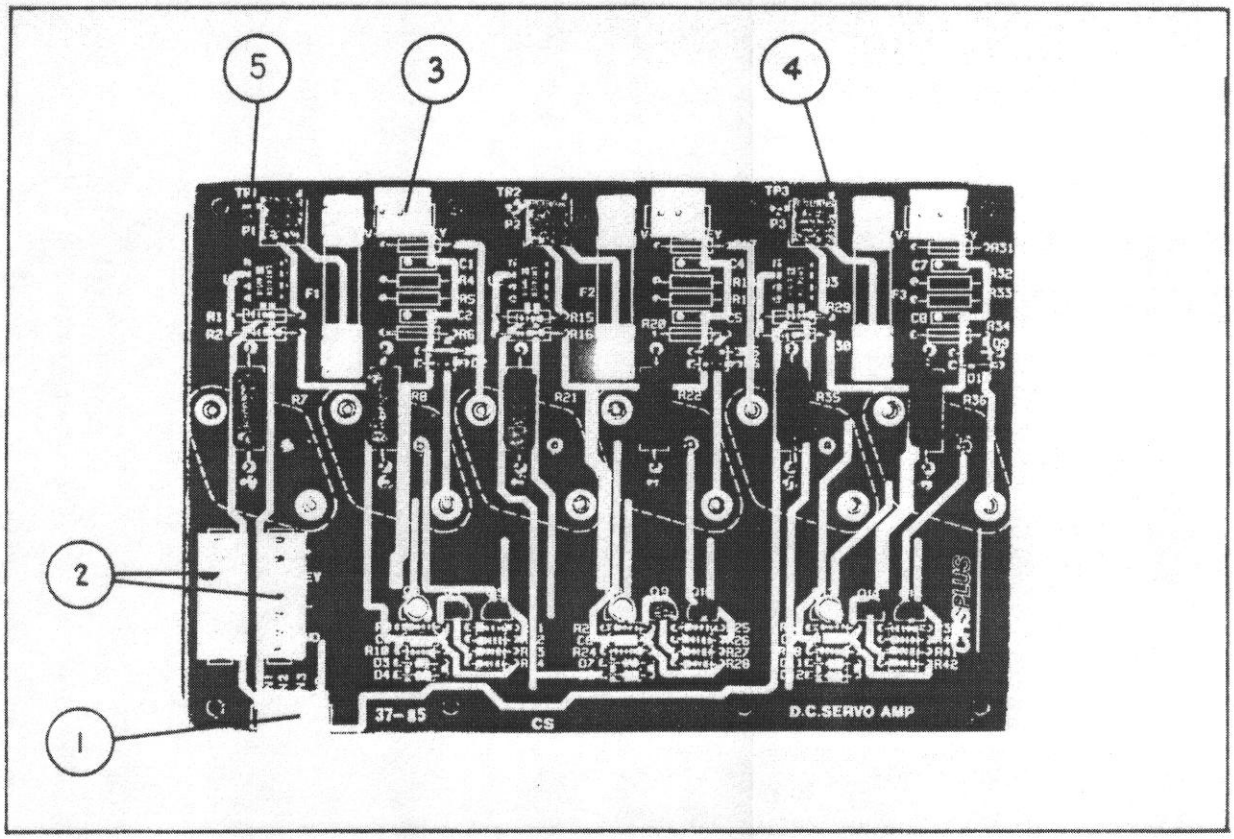

Figure 7-3 D.C. Amplifier Module
The D.C. Amplifier Module as shown in Figure 7-3 contains three (3) separate amplifiers, each supplied with +/- 26 VDC. The signal to each amplifier is +/- 10 VDC. The output is the motor voltage of +/- 20 VDC. at 2 amperes each.
Table 7-3 refers to figure 7-3 which shows the features of the Amplifier module: